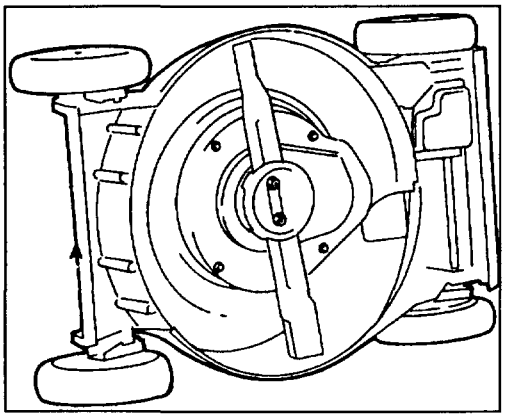

Figure 34
3. Tip mower on its right side (Fig. 34).